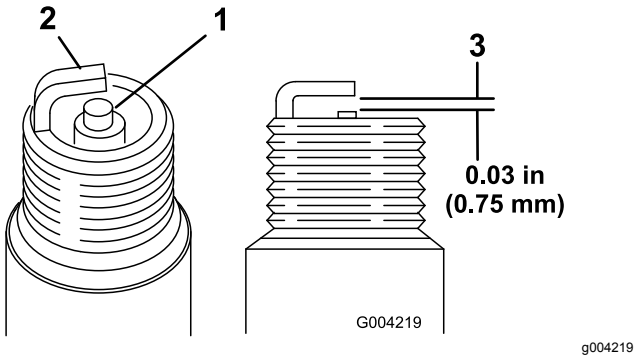

Figur 16
1. Se på midten af begge tændrør (Figur 16). Hvis der kan ses en lys brun eller grå farve på isolatoren, fungerer motoren korrekt. En sort belægning på isoleringen betyder normalt, at luftfilteret er snavset.
2. Kontroller gnistgabet mellem midter- og sideelektroderne (Figur 16).
3. Bøj sideelektroden (Figur 16), hvis gabet ikke er korrekt.